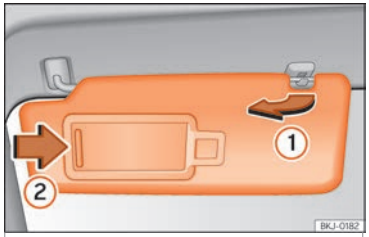

Fig. 107 Pala do sol do lado do condutor.
• A pala do sol pode ser puxada para fora da fixação e ser virada para a porta ››› Fig. 107 ①.